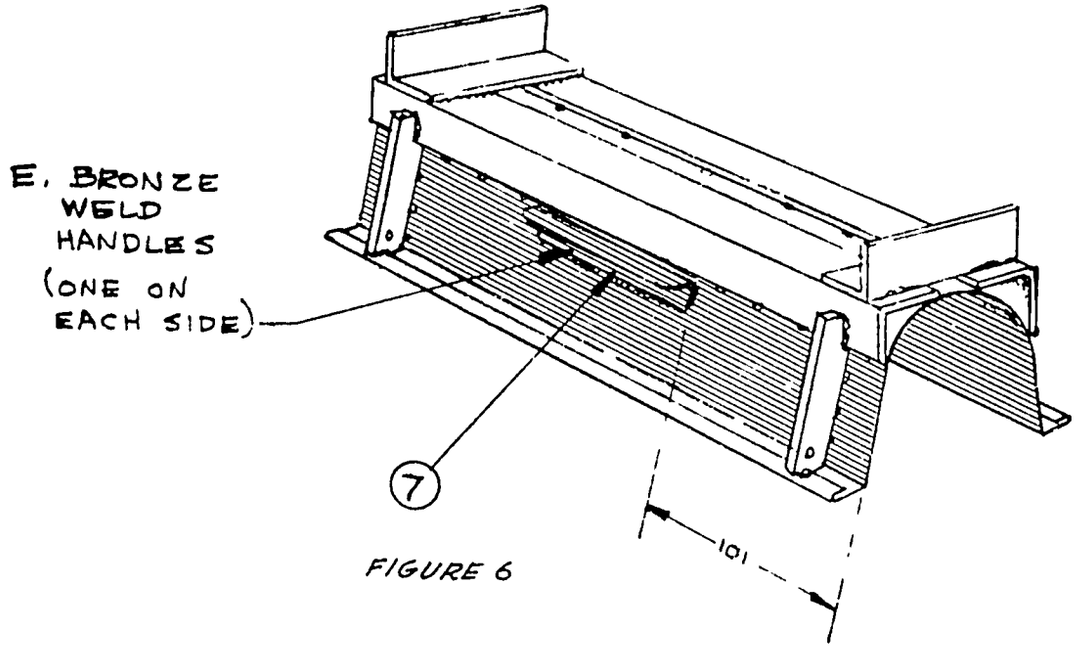

FIGURE 6
The hole in the end door is shown as 3mm (1/8") larger than the diameter of the pipe which shapes the interior surface of the concrete tubes. This 3mm (1/8") is an allowance of clearance necessary to keep the sand particles from making the pipe difficult to remove after the mortar is tamped around it. Greater clearance would hurt the uniformity of the tile. The finished tile should have a uniform 13mm (1/2") wall and part No. 1 must be shaped and so related to the pipe that the thickness of the tile wall will be correct (see Figure 6).
Parts No. 7 are bronze welded to the sides of No. 1 (see Figure 6). These parts, like other parts which touch the hands, should be dressed to a smoothness sufficient to avoid injury to the operator. The outside of the form should be well painted but the inside cannot be painted, as paint would cause the mortar to stick to the inside. When the form is not in use, the inside should be kept oiled.
7. Galvanized sheet metal, 16-gage, 38mm x 10.2cm (1 1/2" x 4"), bent to angle as shown in Figure 6. Two are needed. These are handles for lifting the form. They are dressed smooth and bronze welded to the sides of No. 1 after the doors are properly installed as explained under No. 15 below.